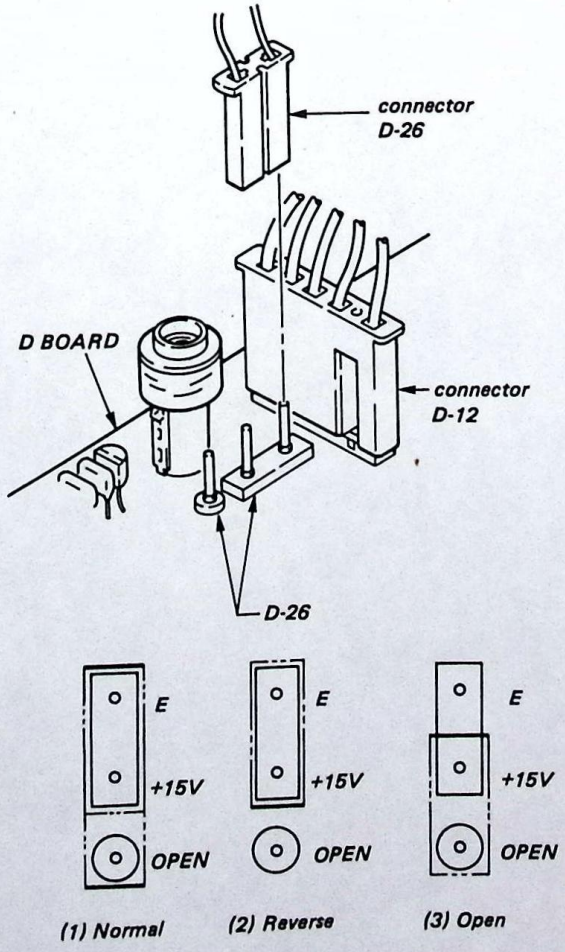

Fig. 9
3. When color is still uneven around the periphery, change the position of D-26 connector to adjust. Or, adjust the dual pole magnet. (Fig. 9)